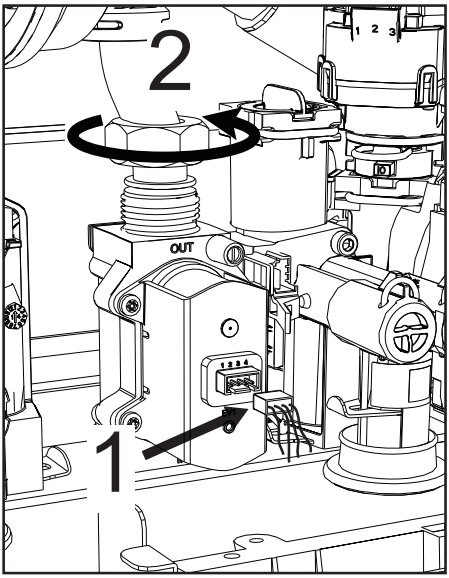

fig. 44
- Disconnect the electrical connectors **“1”** (fig. 44).
- Disconnect the gas supply pipe **“2”** (fig. 44)